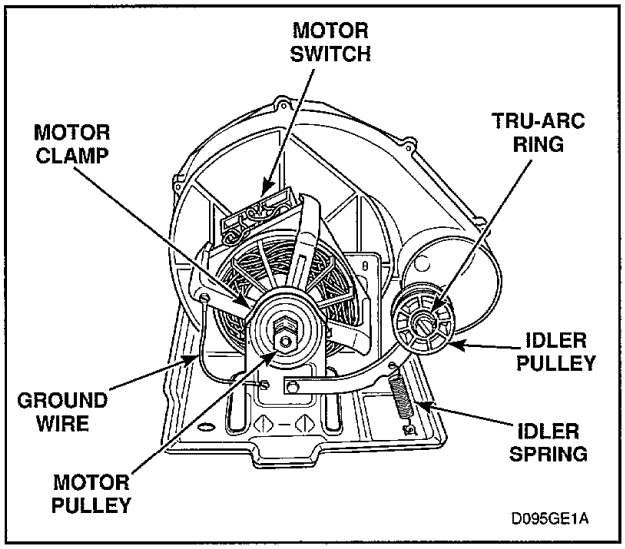

Figure 34
Refer to *Figure 34* for motor and idler pulley removal.
(2) Disconnect ground wire from motor, *Figure 34.*
(3) Use a screwdriver and pry two motor clamps off motor mounting bracket, *Figure 34.* Then lift motor out of mounting bracket.
NOTE: When replacing motor, motor switch location should be at 10 o'clock position (viewed from pulley end, *Figure 34*) with the anti-rotating notch (located on the front and rear cradles) on the motor mounting bracket.